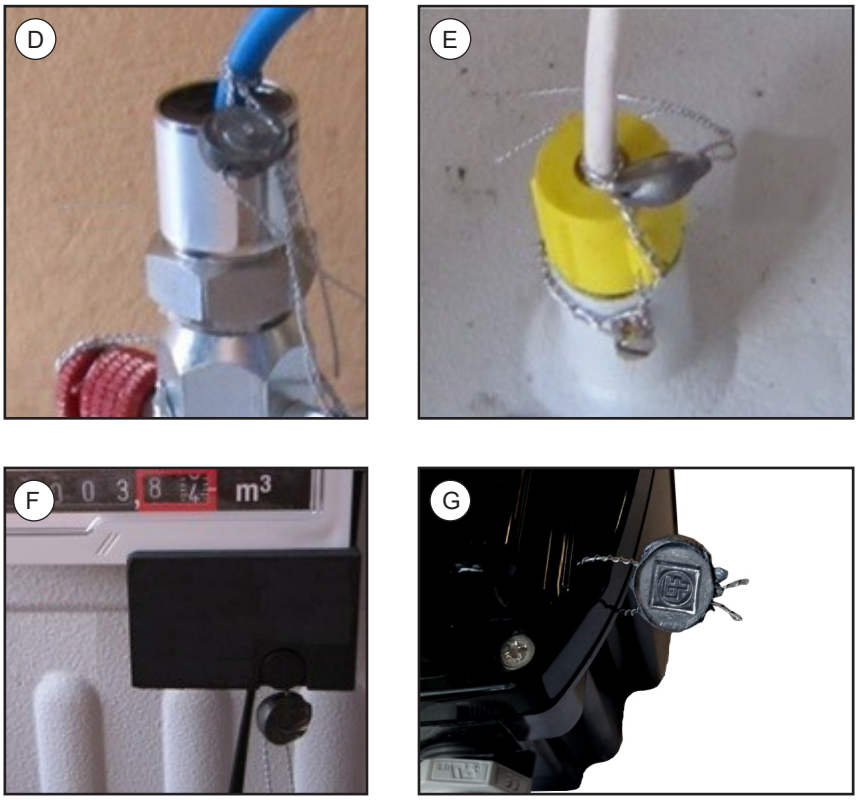

Fig. 3.5. Posizione dei sigilli di Tipo B
- del coperchio dell'apparecchiatura (Fig. 3.5)
- della connessione del trasduttore / dei trasduttori di pressione all'impianto (D)
- della connessione del trasduttore / dei trasduttori di temperatura all'impianto (E)
- della connessione tra il dispositivo e l'organo primario di misura (F)
- del coperchio di M-Power, se previsto (G)